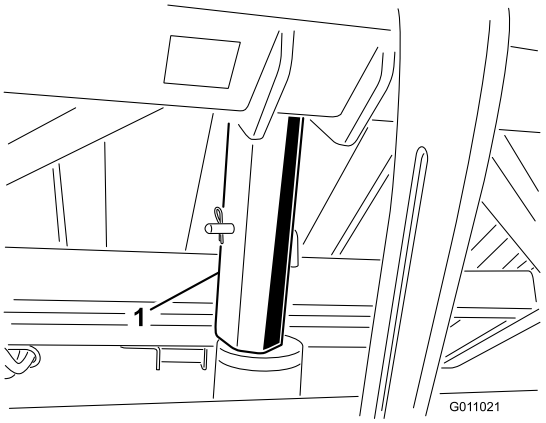

Figuur 24
3. Steek de hopperbeveiliging op de cilinderstang, waarbij u ervoor moet zorgen dat het uiteinde van de hopperbeveiliging tegen het uiteinde van de cilinderbus en het uiteinde van de cilinderstang rust (Figuur 24). Bevestig de hopperbeveiliging aan de cilinderstang met de borgpen en de pen.